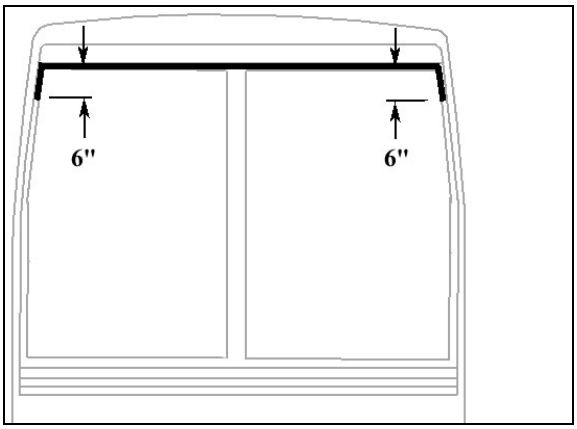

FIGURE 24: APPLICATION 0F SIKA 221 BLACK
- Apply Sika 221 black (Figure 24) between fiberglass and rubber extrusion